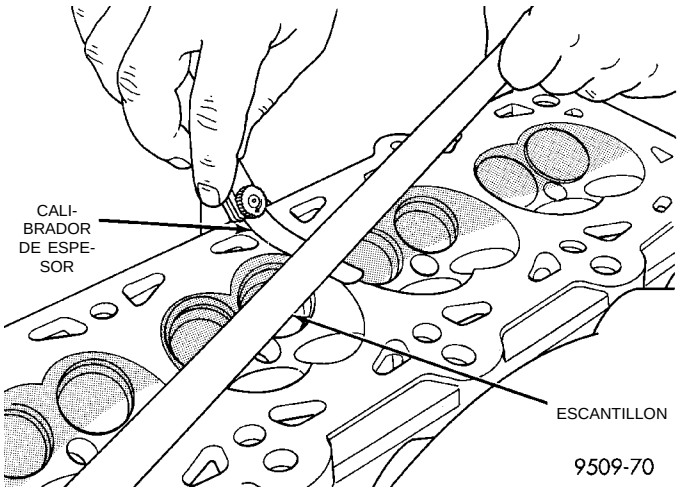

Fig. 32 Verificación de la superficie plana de la culata de cilindros
(1) La culata de cilindros debe tener una superficie plana, dentro de los 0,1 mm (0,004 pulgadas) (Fig. 32).